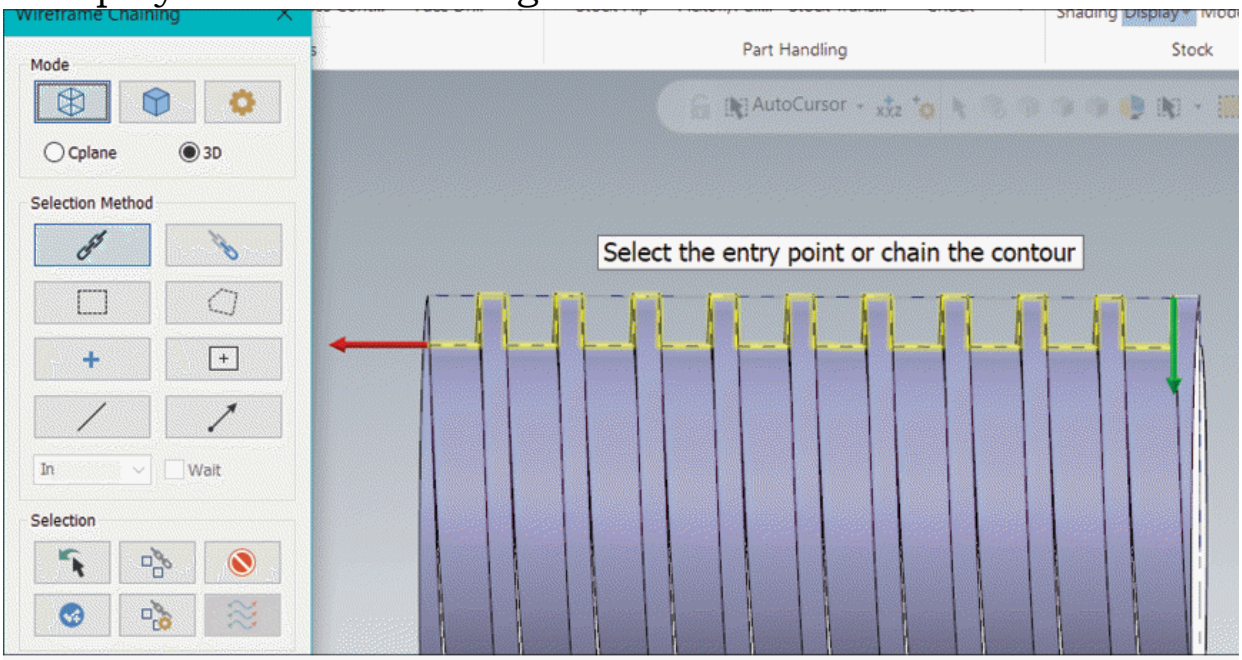

Figure-99. Chain selected for thread
- Select the **Chain** radio button from the **Shape Type** rollout at the top in **Manager** if you want to select profile of thread from the model and click on the **Select Chain** button. You will be asked to select the wireframe chain. Select desired wireframe chain; refer to Figure-99 and click on the **OK** button from **Wireframe Chaining** dialog box.